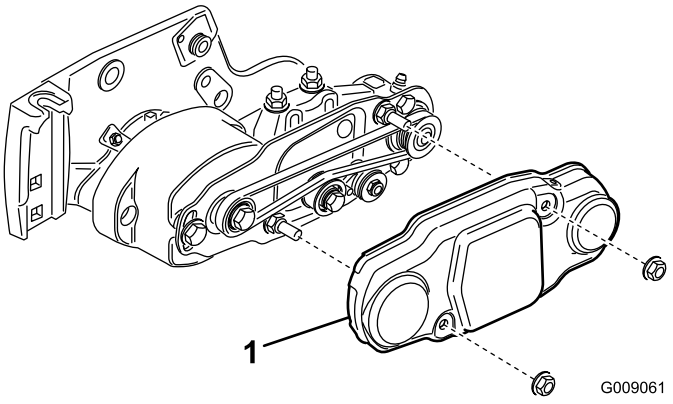

Рисунок 18
25. Наденьте кожух ремня на монтажные болты и закрепите двумя фланцевыми гайками (Рисунок 18).